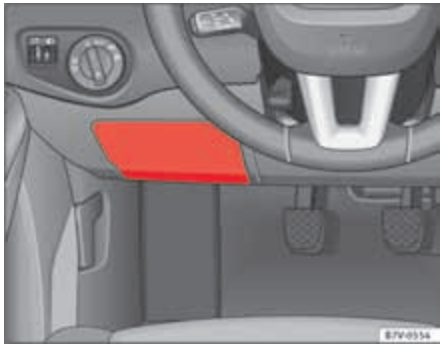

Fig. 209 On the driver-side dashboard: fuse box cover.
- Reach behind the cover with your hand ⇒ fig. 209 and pull forwards.